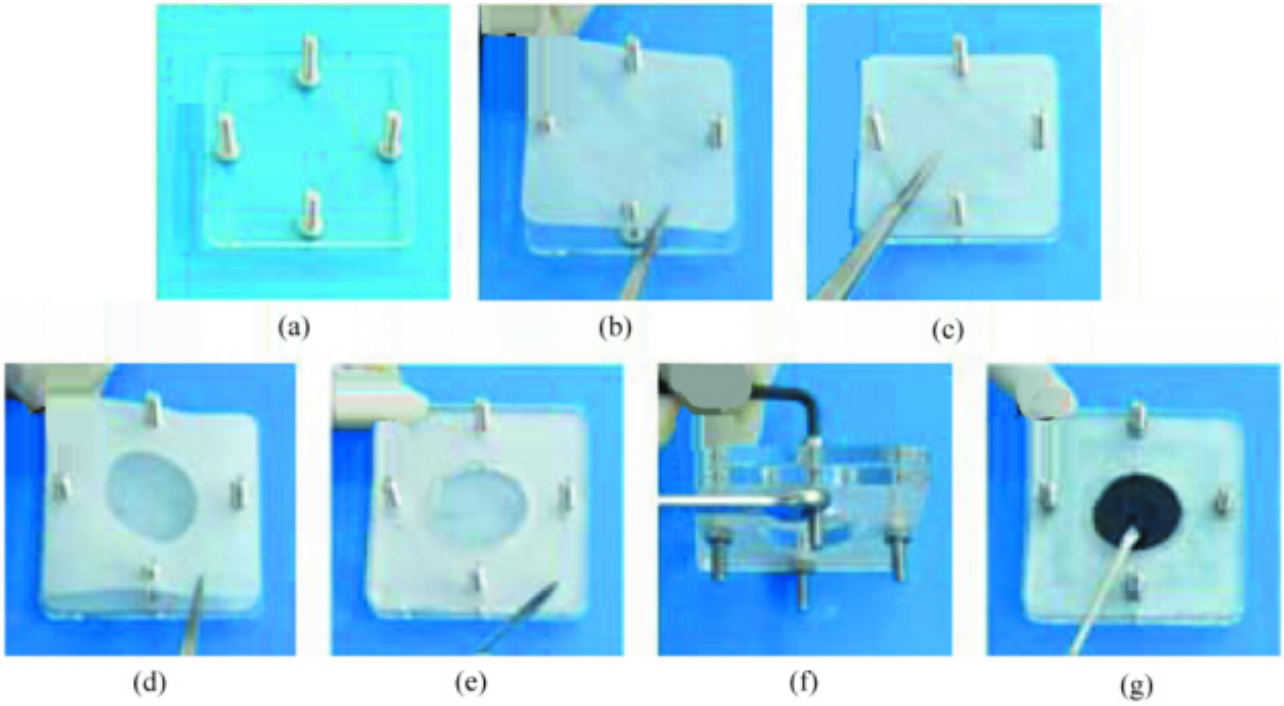

图1 膜电极制备流程图
(1)清洗涂膜夹具，用脱脂棉蘸无水乙醇将夹具及垫圈(见图1(a))清洗干净。
(2)将质子交换膜装于夹具上，在底座上放上一块密封垫，见图1(b)；然后放上质子交换膜，见图1(c)；再放上一块圆孔密封垫，见图1(d)。
(3)将夹具面板盖上，见图1(e)；然后用螺丝将膜夹紧，见图1(f)；将配好的催化剂浆料均匀涂在膜上(此时膜会发生卷曲，属正常现象)，用电吹风吹干，见图1(g)。